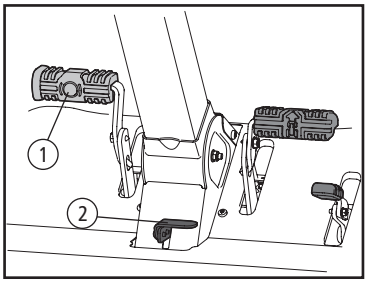

Fig. 15
- Engate o freio estacionário (2) primeiramente pressionando o pedal de freio (1) para frente e, em seguida, pressionando para baixo o freio estacionário (2). Solte o pedal de freio (1), Fig. 15.